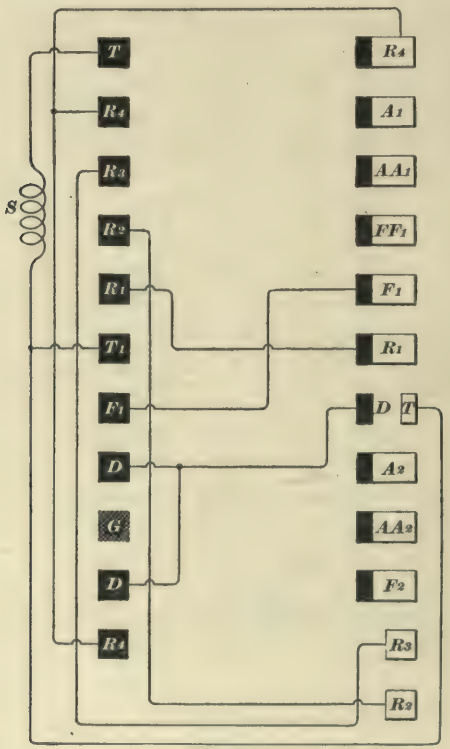

FIG. 15.
**19. Internal Connections.**—Fig. 15 is a diagram of the internal connections of the type S controller. $S$ is the blow coil or solenoid, which is connected to both fingers $T$